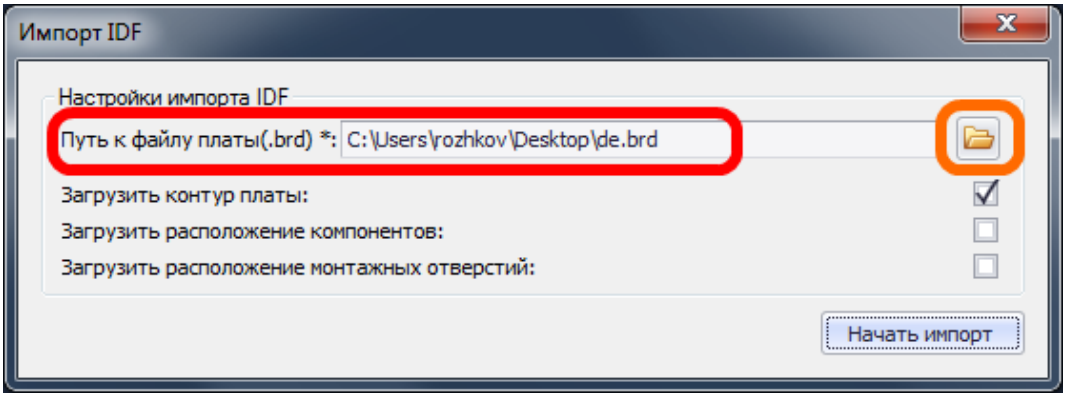

Рис. 730. Окно «Импорт IDF»
4. В отобразившемся на экране окне «Импорт IDF», см. Рис. 730, выбрать файл для импорта, воспользовавшись кнопкой .